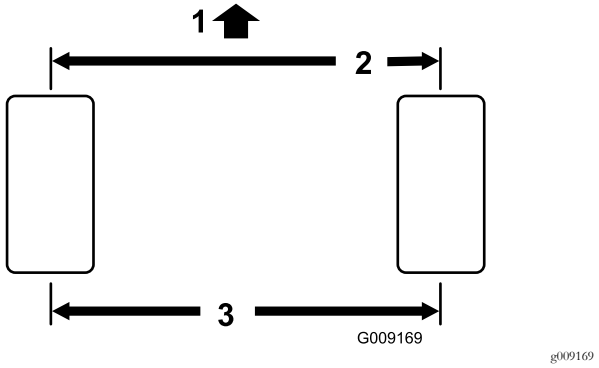

Figur 59
1. Mät avståndet från mitt till mitt (vid axelhöjd) framtill och baktill på styrhjulen (Figur 59).